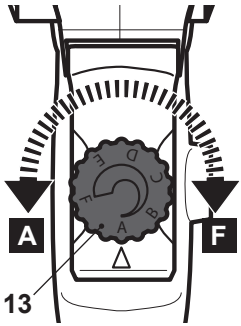

Fig. 9
Limite a velocidade máxima utilizando o regulador de velocidade (13). O mecanismo de velocidade variável permite-lhe selecionar a velocidade adequada para uma determinada utilização (Fig. 9).